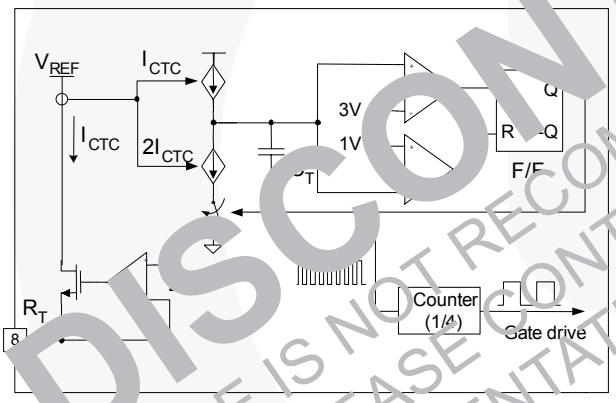

Figure 17. Current Controlled Oscillator
2. Internal Oscillator: FAN7621B employs a current-controlled oscillator, as shown in Figure 17. Internally, the voltage of R_T pin is regulated at 2V and the charging / discharging current for the oscillator capacitor, C_T, is obtained by copying the current flowing out of R_T pin (I_{CTC}) using a current mirror. Therefore, the switching frequency increases as I_{CTC} increases.